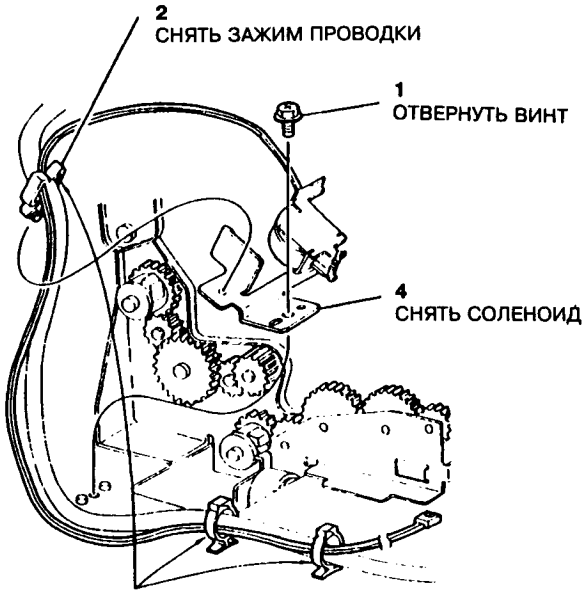

Рис.4 Снятие соленоида лопастей обходной подачи
8. Снять соленоид лопастей обходной подачи (рис.4).